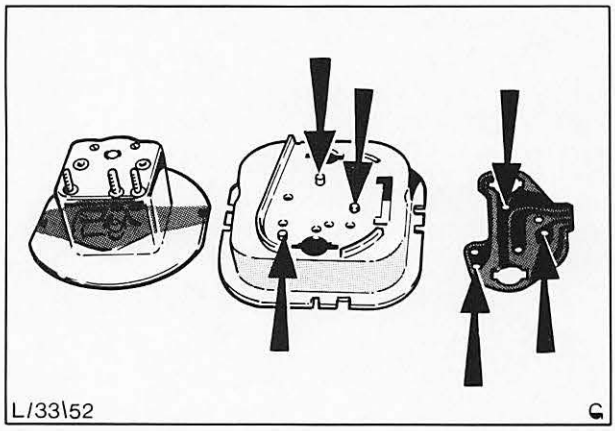

Abb. 57 Haltestifte – Kontaktplatte
4. Kontaktplatte von den drei Haltestiften lösen und abnehmen, Abb. 57.
5. Kontaktplatte auf die drei Haltestifte andrücken, Abb. 57.